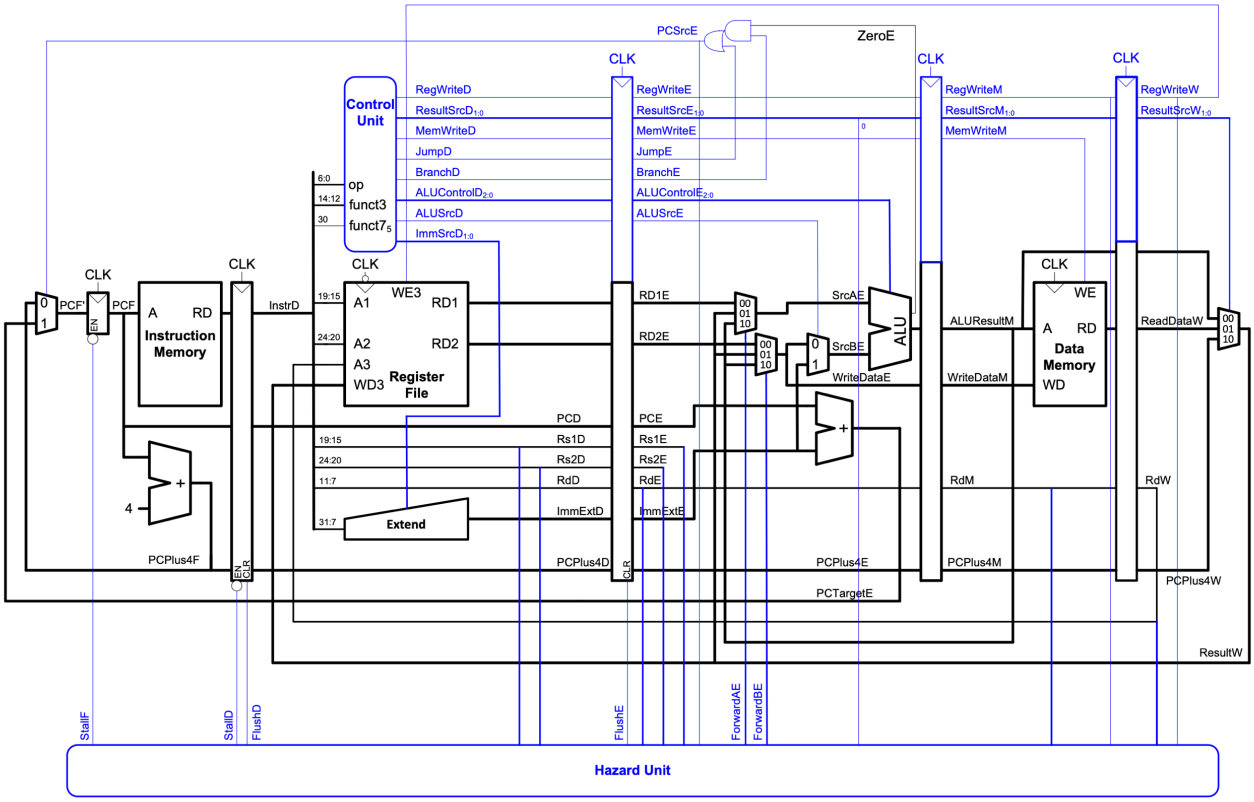

Figure 1: Pipelined Processor with a Hazard Unit.
b) Design the Hazard Unit shown in Figure 1 for the pipelined RISC-V processor. Use a hierarchical SystemVerilog description to implement your design.
Figure 1 shows the complete pipelined processor. Here is the top-level module declaration:
Describe how to extend the pipelined RISC-V processor to handle the load upper immediate instruction, `lui`. Name any new control signals. Mark up copies of Figure 1 for changes to the datapath and Tables 1 and 2 for changes to the ALU Decoder and Main decoder. Describe any other changes that are required.
2. A marked-up version of Figure 1 showing the needed modifications for `lui`.